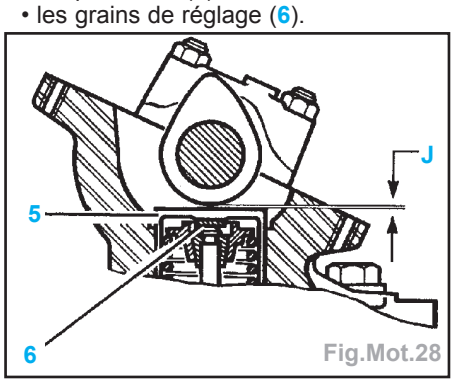

Fig.Mot.28
- Si les valeurs de jeux (J) relevées sont incorrectes (Fig.Mot.28), déposer :
- les poussoirs (5),
- les grains de réglage (6).